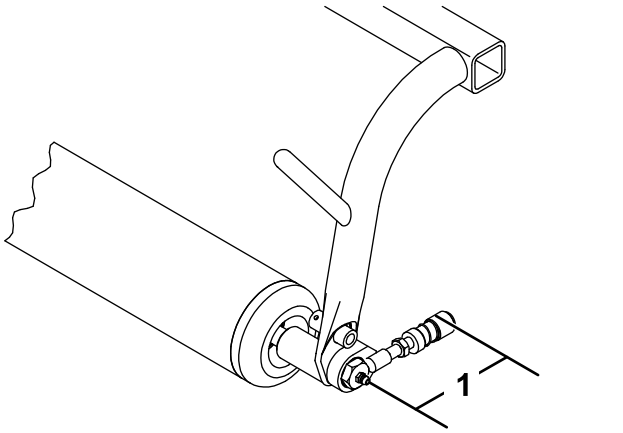

Figura 5
9. Regolate l'alloggiamento del giunto sferico in modo che la distanza tra la vite di ingrassaggio e l'apertura nell'alloggiamento del giunto sferico sia di 9,1 cm e serrate il controdado per fissarlo in posizione (Figura 5).